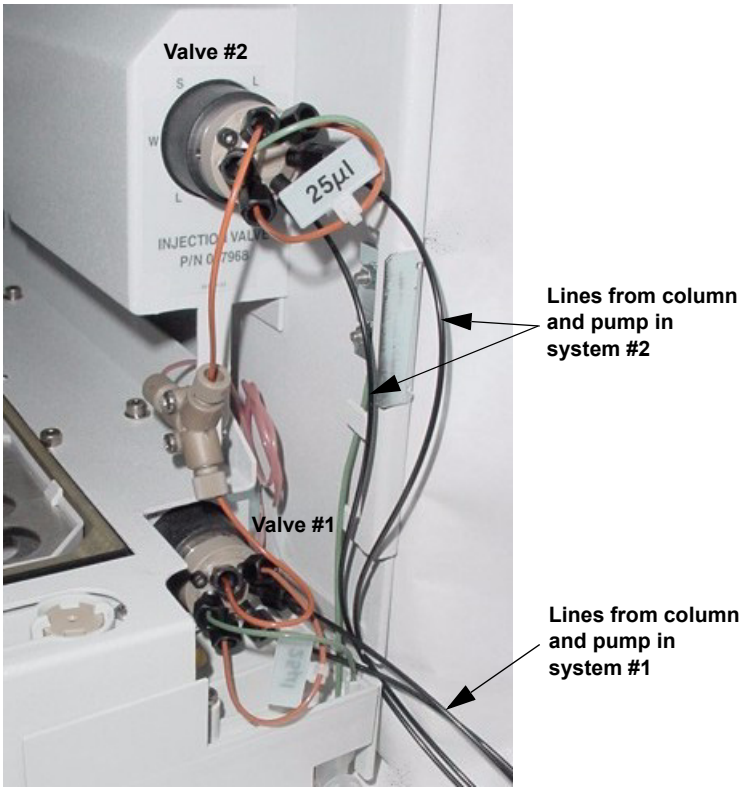

Figure B-28. Routing Pump and Column Lines to AS Injection Valves
1. Route the outlet lines from the pump and column in both chromatography systems through the slot on the right side of the AS (see Figure B-28).